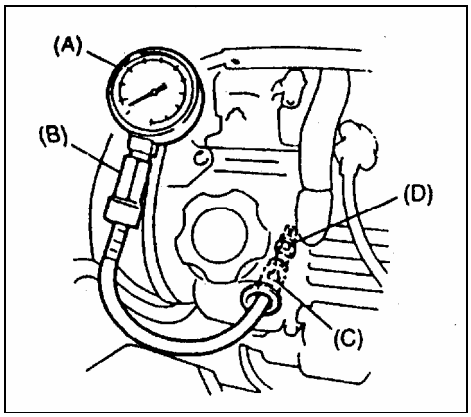

Рис. 5
5) Установите специальный инструмент (манометр) в отверстие свечи зажигания (Рис. 5).